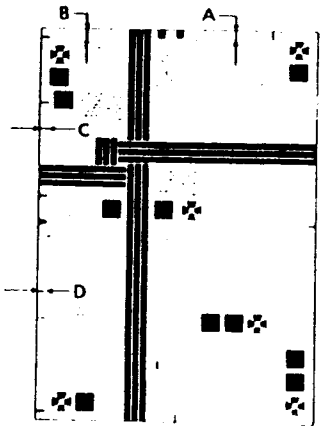

Рис. 1 NZM-0038
2. (Рис. 1): Измерьте расстояния A, B, C и D. Проверьте, что значения, полученные вычитанием B из A и D из C, удовлетворяют следующим требованиям: